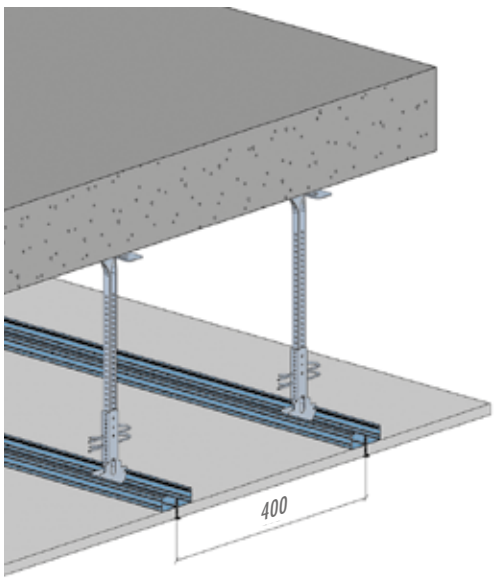

Fig. 1 : Mise en place des F47H
- Mise en place des F47H à entraxe 400 ou 450 mm selon le format de la plaque, en tenant compte du jeu de 3 - 4 mm entre les plaques (fig 1).